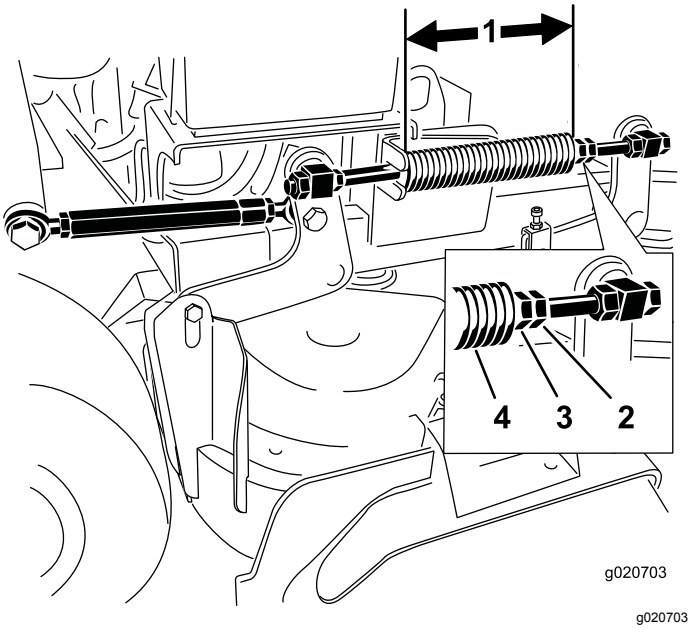

Figur 87
Bemærk: Den nominelle længde er 28,2 cm for 91 cm plæneklipperskjolde og 25,7 cm for 102 cm plæneklipperskjolde (Figur 87).
3. Juster denne afstand ved at løsne fjederkontramøtrikken og dreje møtrikken foran hver fjeder (Figur 87).
4. Lås møtrikken på plads ved at spænde fjederkontramøtrikken (Figur 87).